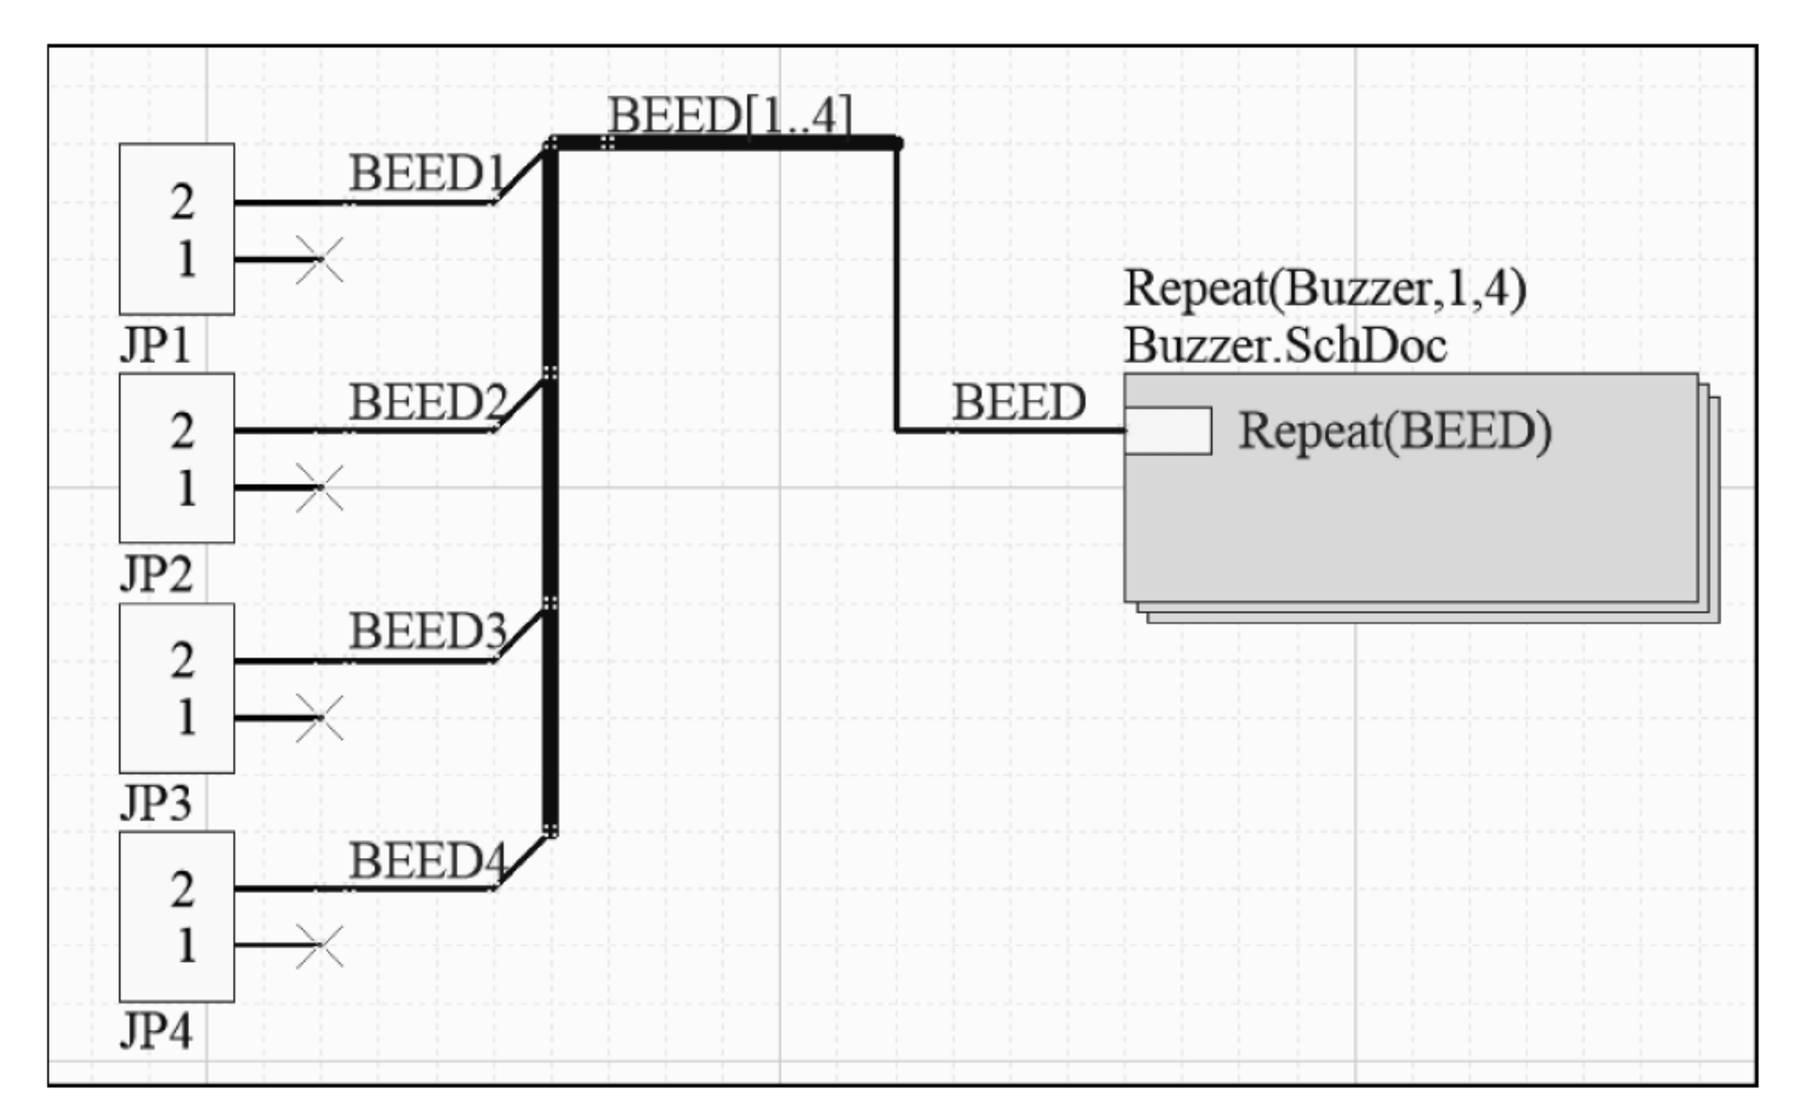

图 1-53　使用 Repeat 语句创建的原理图
- 上述修改好后，将其他的元件利用导线进行连接。绘制好的原理图如图 1-53 所示。